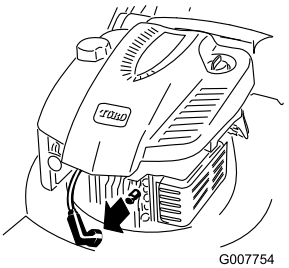

Bild 22
2. Ziehen Sie das Zündkabel von der Zündkerze ab, bevor Sie Wartungsarbeiten ausführen (Bild 22).